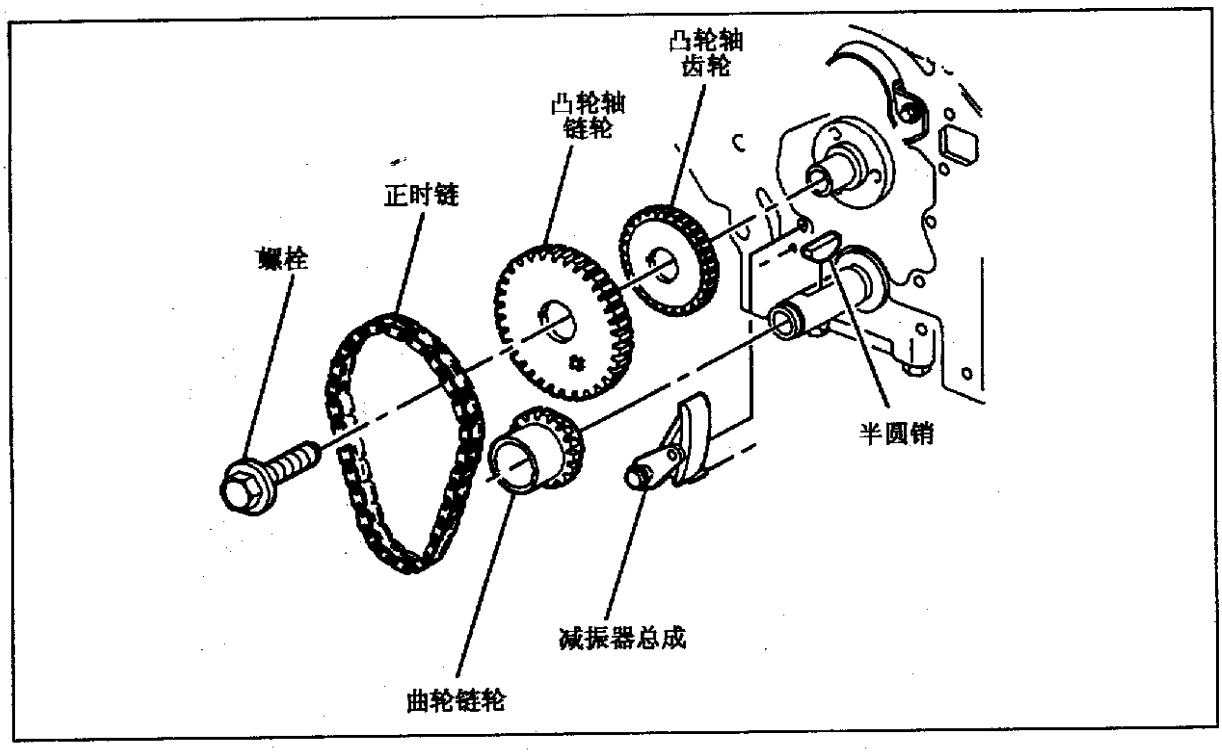

图 1-1-6　3.8L 发动机正时链和链轮拆卸
①拆下正时链前罩盖,转动曲轴,使凸轮轴和曲轴链轮上正时记号在一条线上。
②拆下正时链减振器总成。拆下凸轮轴链轮螺栓,拆下凸轮轴链轮和正时链。拆下曲轴链轮。正时链和链轮拆卸见图 1-1-6。